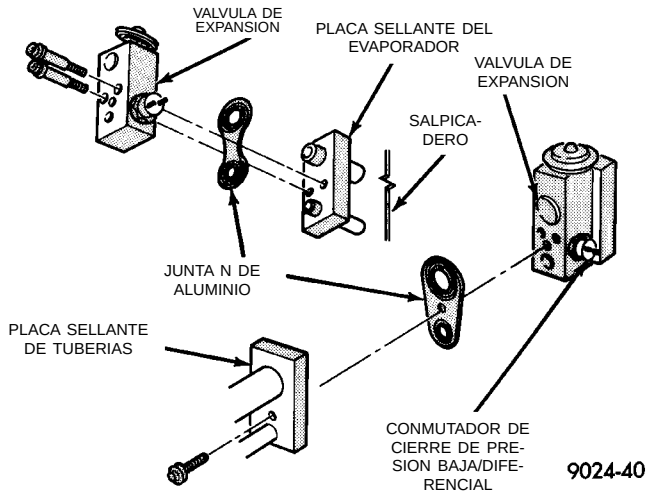

Fig. 34 Válvula de expansión
(1) Retire el conector de cables del tipo cubierta del conmutador de cierre de presión.
(2) Retire el perno central de la placa sellante de la tubería del conducto de refrigerante (Fig. 34).
(3) Tire con cuidado del conjunto de la placa sellante de conductos de refrigerante, desde la válvula de expansión hacia la parte delantera del vehículo. No raye las superficies sellantes de la válvula de expansión con los tubos de guía.
(4) Cubra las aberturas del conjunto de placa sellante de conductos del A/A para evitar que entre suciedad.
(5) Retire los dos tornillos que sujetan la válvula de expansión a la placa sellante del evaporador.
(6) Con cuidado, retire la válvula.